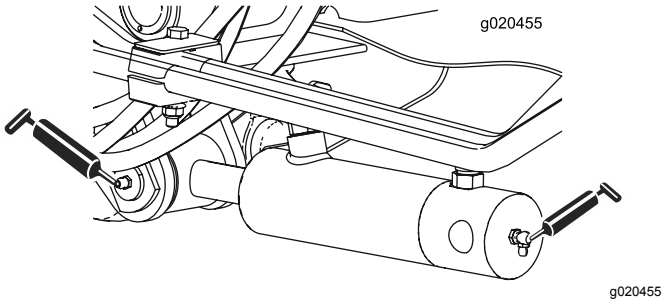

**Figuur 64**
- 2 lagerbussen van cilinder van hefarm (2 aan elke kant) (Figuur 64)